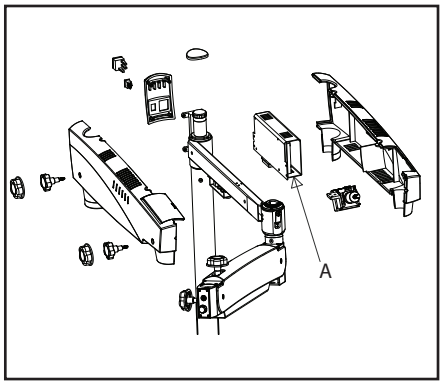

Fig 8
B. Detach the fiber optic cable and replace the illumination assembly (see A in Fig. 8) with a new assembly.